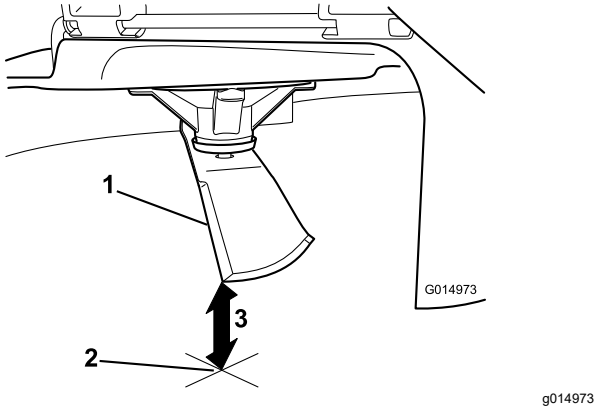

Figuur 102
3. Meet de afstand tussen het uiteinde van het mes en de vlakke ondergrond (Figuur 102).